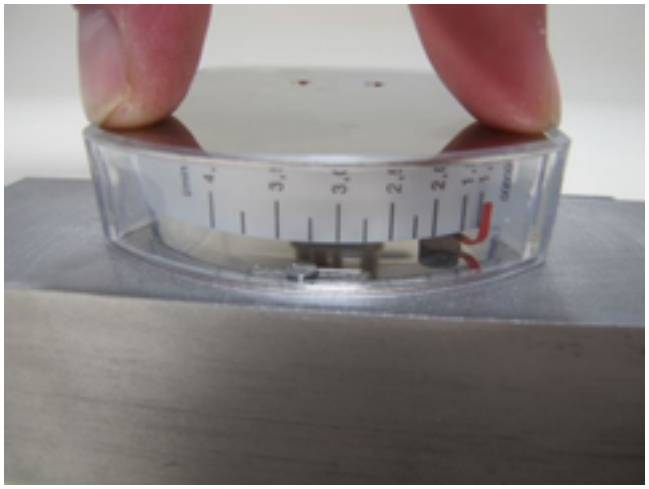

Fig. 65: Install the cover plate
24. Fit the display cover plate onto the plastic housing and carefully press down (*Fig. 65*) until it snaps into place.